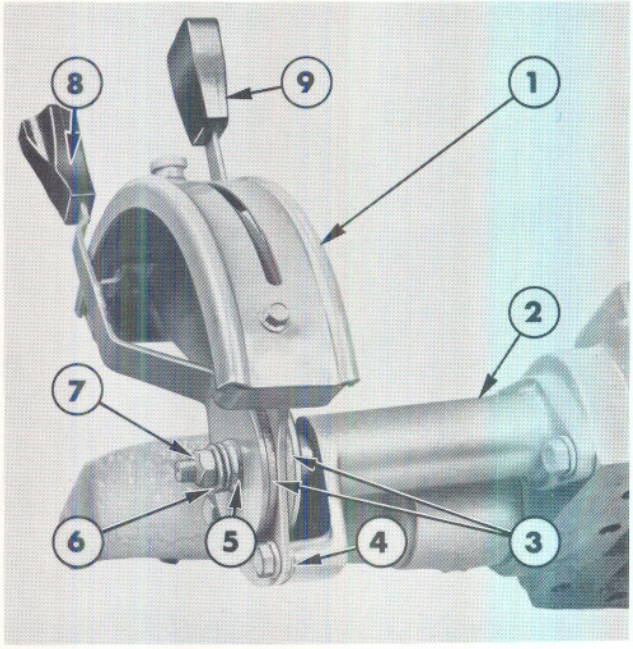

Figure 42
18. Remove the position control lever retaining nut, spring, cup washer, position control lever and friction disc, Figure 42.